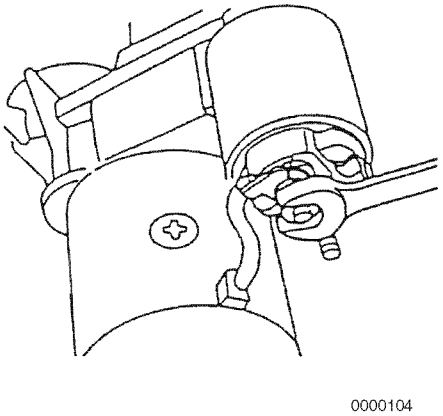

Figure 11-3
1. Loosen the M8 nut from the magnetic switch (solenoid) assembly **(Figure 11-3)**. Disconnect the wire from the magnetic switch.